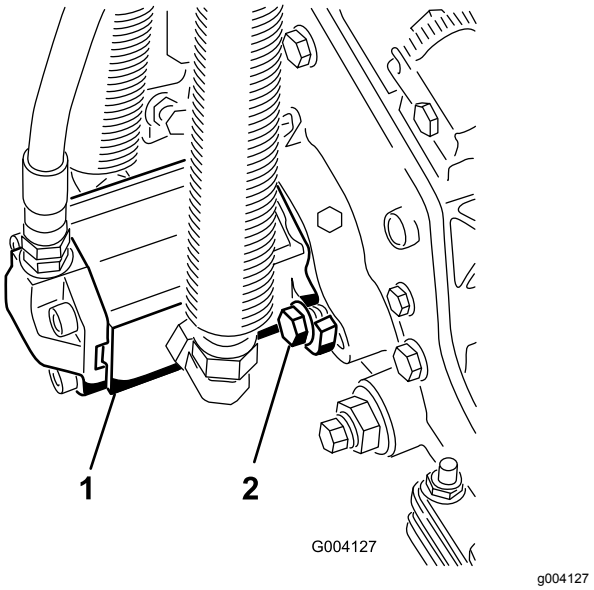

**Figur 14**
16. Monter motoren ved at dreje den med uret, således at motorflangerne går fri af boltene (Figur 14).